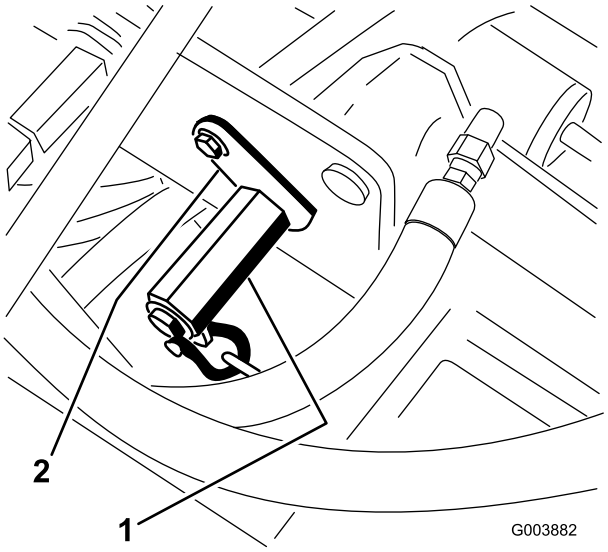

Figur 34
3. Sätt en fast nyckel på fjäderfästets sexkantsaxel (Figur 34).
4. Demontera bulten och låsmuttern som håller fast fästkonsolen (Figur 34), och vrid samtidigt på sexkantsaxeln för att minska fjäderns spänning.